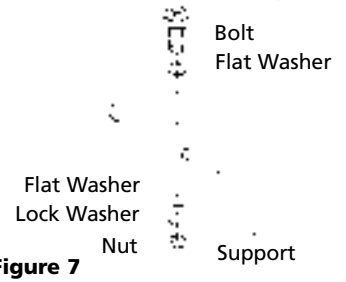

Figure 7
Drill two 7/16" (12mm) diameter holes with center lines exactly 3-11/16" (93.66mm) apart (Figure 7) in the support chosen for the winch. Attach the winch to the support with two (2) 3/8-16 Grade 5 Hex Head Bolts. Be sure the hardware is assembled as shown. Tighten the hardware to 35 lb. ft. torque.